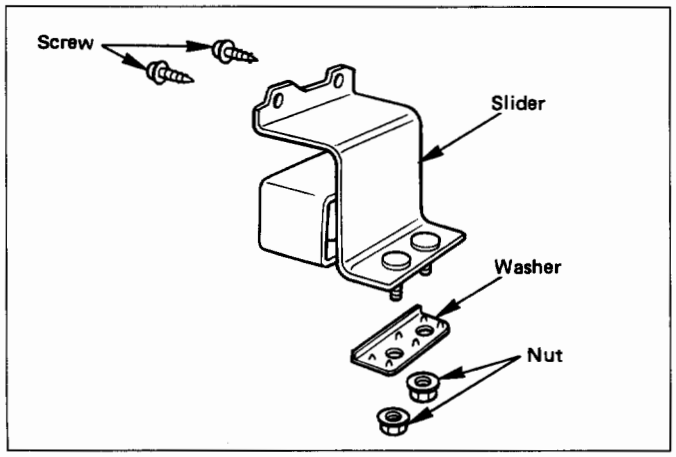

Fig. 10-134
2. **Front bumper slider (Fig.10-134)**